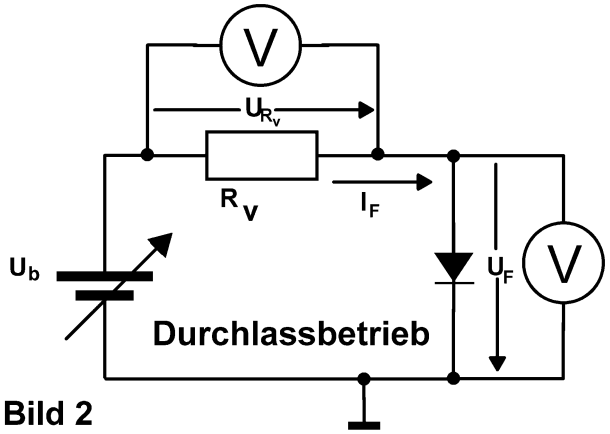
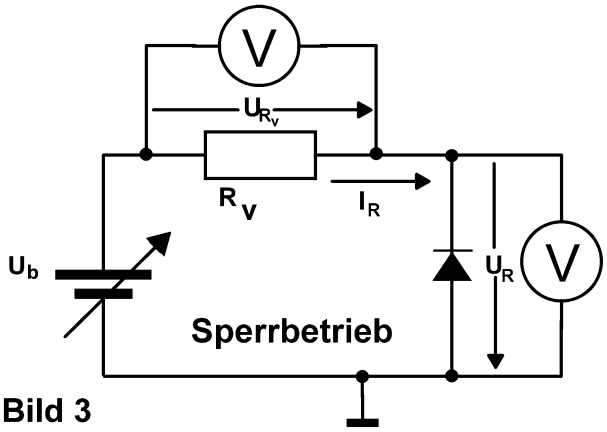

Bild 2
Bild 3
Bei welchen Dioden darf das Voltmeter, welches in Bild 3 zur Messung der Spannung U_R eingezeichnet ist, **nicht** verwendet werden? Wie kann U_R alternativ ermittelt werden?
Sie sollen mit den Schaltungen gemäß Bild 2 und Bild 3 die Gleichstrom-Kennlinie einer Diode vom Typ 1N4006 zwischen –10 V und +0,8 V aufnehmen. Als Betriebsspannung der Schaltungen soll eine Spannung von maximal 10V verwendet werden.
- Zum Aufnehmen der Kennlinie messen Sie U_{RV} und U_F bzw. U_R mit dem Multimeter. Verwenden Sie im **Durchlassbetrieb (Bild 2) den zuvor berechneten Vorwiderstand R_V**. Verwenden Sie für den **Sperrbetrieb (Bild 3) als Vorwiderstand R_V = 510 kΩ**. Darf U_R wie in Bild 3 dargestellt ermittelt werden?
Nehmen Sie die Kennlinie der Diode ZPD 5.1 auf. Bauen Sie hierzu die Schaltungen entsprechend Bild 2 und 3 auf und verwenden Sie sowohl im Sperr- als auch im Durchlassbetrieb einen Vorwiderstand von R_V = 100 Ω. Darf U_R wie in Bild 3 dargestellt ermittelt werden?